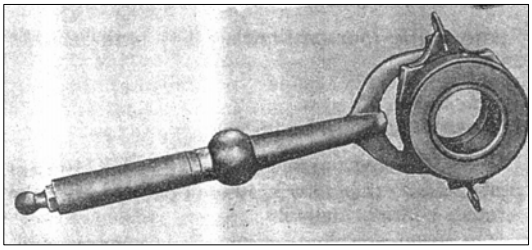

РИС. 185
1) Разберите выжимную вилку сцепления (рис.185), вытащив два пружинных крючка из втулки выжимного подшипника.